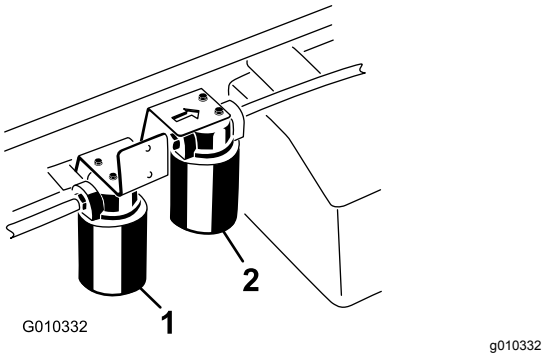

**Figur 71**
5. Anbring en drænbakke under filteret, og afmonter filteret (Figur 71).
4. Rengør det område, hvor højstrømningsfilteret monteres (Figur 71).